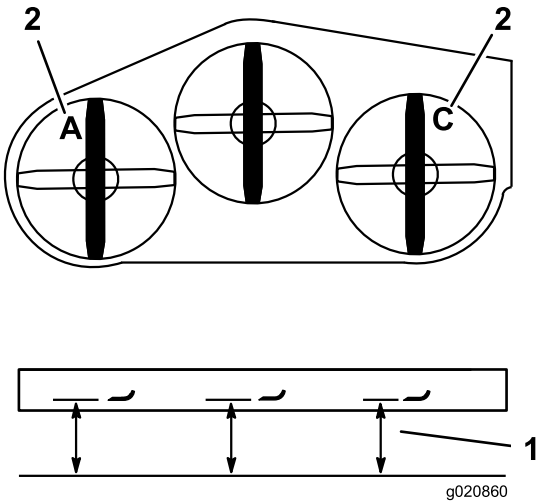

Figur 86
3. Mål den venstre kniv ved punktet **A** fra en plan overflade til knivspidsens skarpe kant, og noter dette tal ned (Figur 86).
4. Mål den højre kniv ved punktet **C** fra en plan overflade til knivspidsens skarpe kant, og noter dette tal ned (Figur 86).
3. Mål den højre skærekniv ved punktet **C** fra en plan overflade til knivspidsens skarpe kant, og noter dette tal ned (Figur 86).